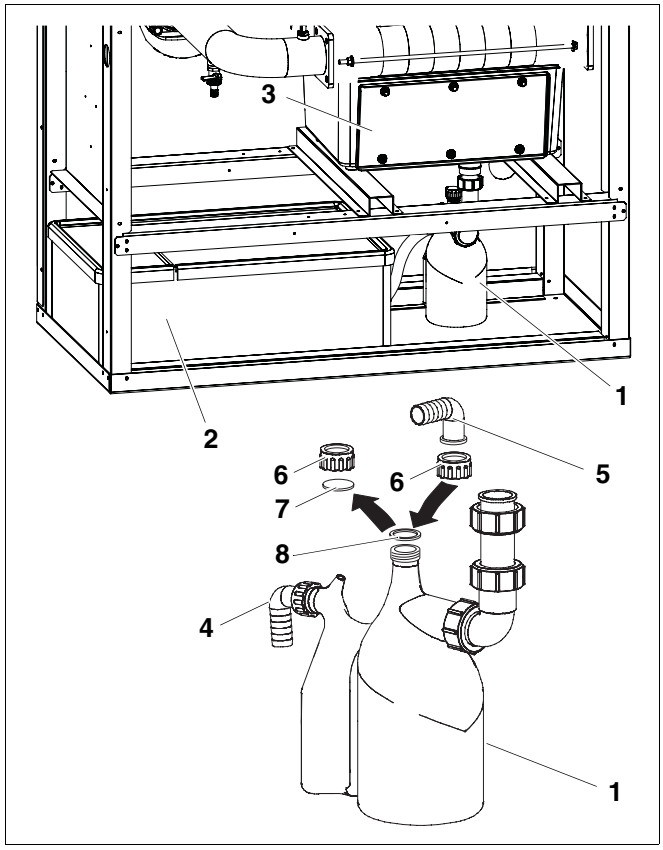

Abb. 17 Kondenswasserableitung installieren
- Abgang des Siphons an der Neutralisationseinrichtung (Zubehör) (➔ Abb. 17, Seite 22) oder direkt an einer Abwasserleitung anschließen.